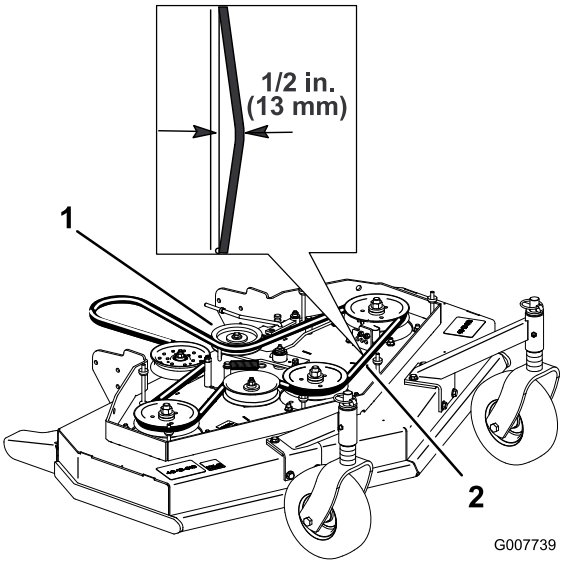

Figura 43
4. Retire la polea tensora y la correa desgastada (Figura 43).
Nota: La tensión correcta de la correa de corte es de 14-20 Nm. (44-67 N) con la correa desviada 13 mm en el punto intermedio entre las poleas (Figura 43).